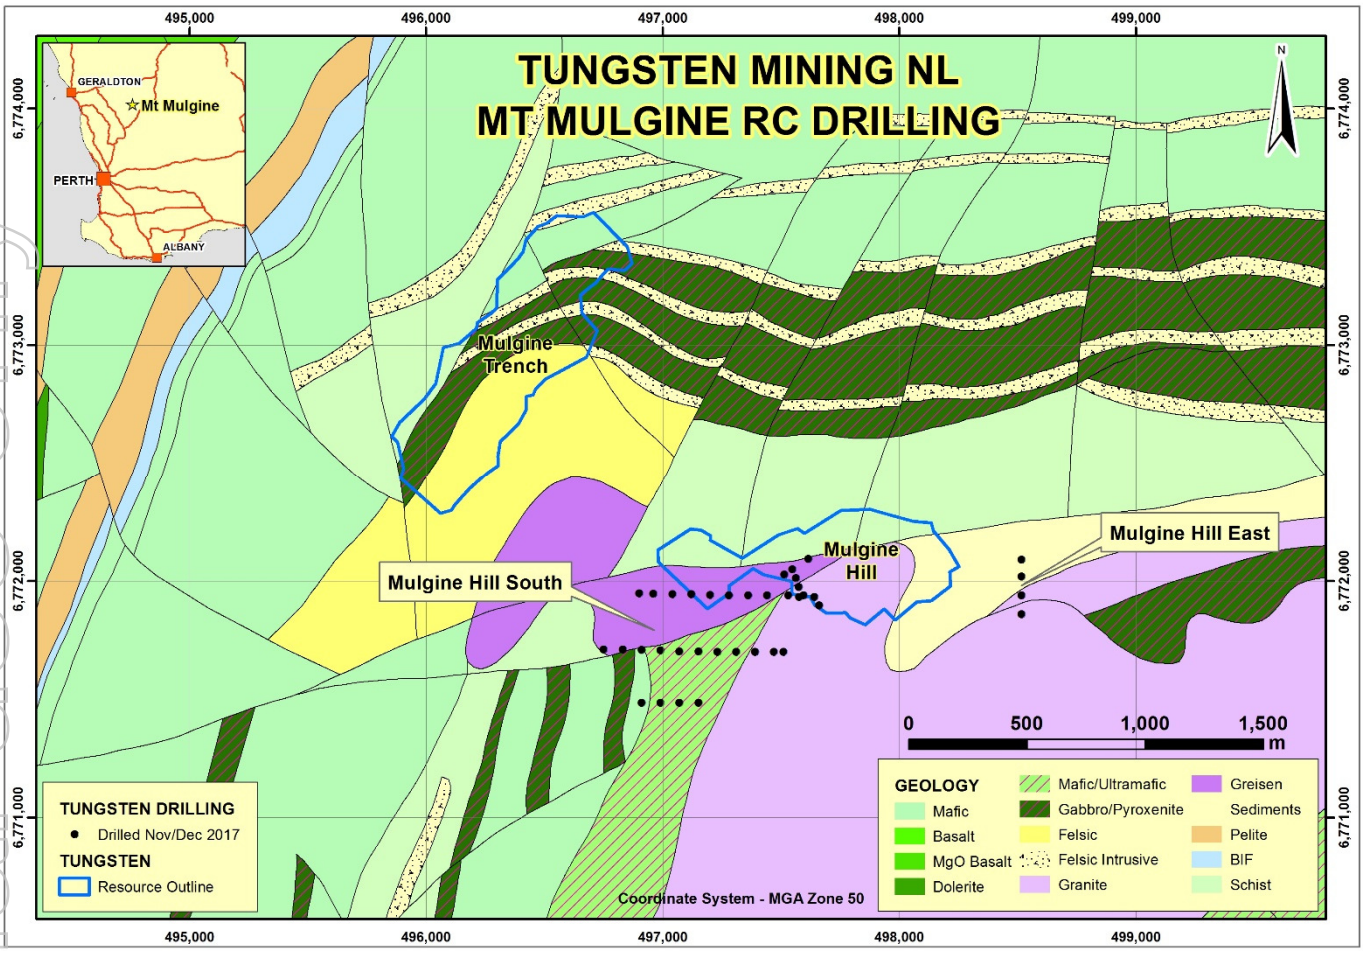
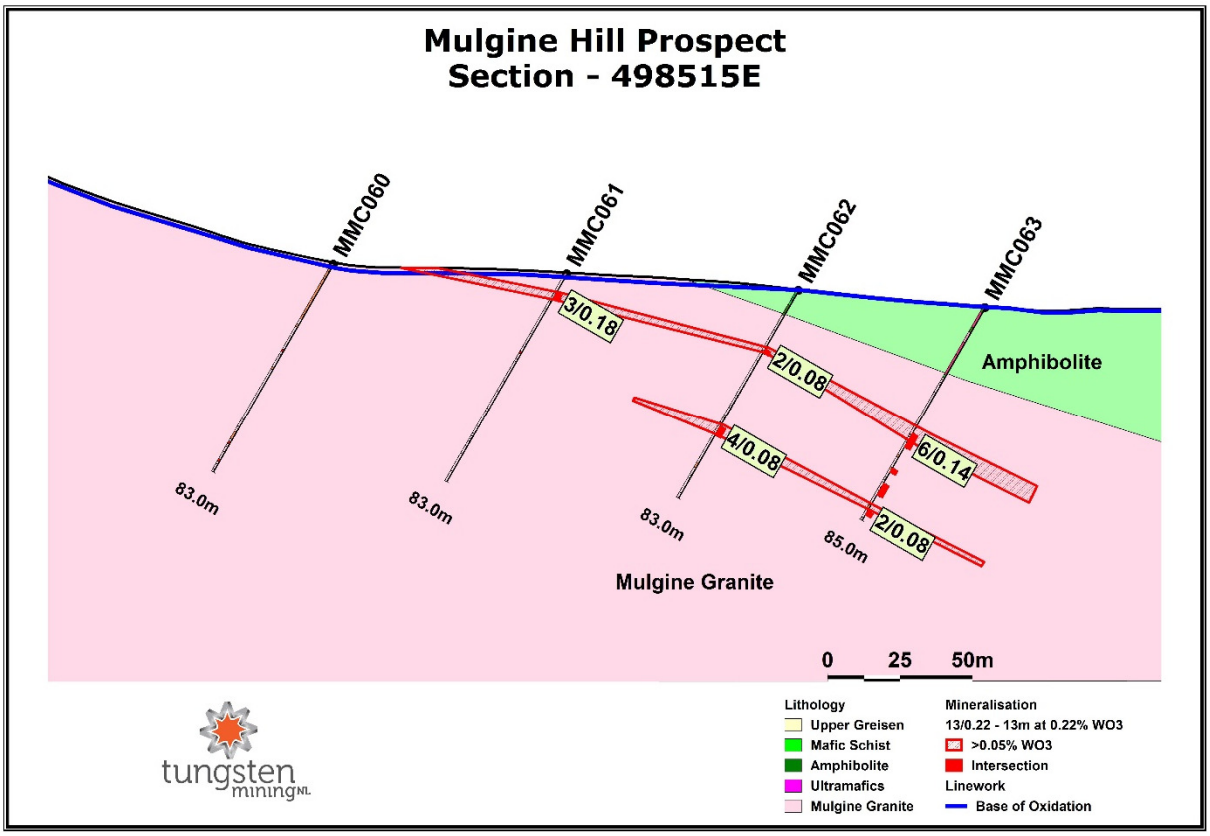

Figure 1 – Plan displaying location of RC drilling completed in the December quarter.
Figure 5 – Cross section showing drill intersections (0.5% WO_3 cut) on 498,515E section – Mulgine Hill East.
Australian tungsten development company, Tungsten Mining NL (ASX: TGN) ("Tungsten Mining" or "the Company"), is pleased to report on results from drilling at Mulgine Hill on the Mt Mulgine Project in the Murchison Region of Western Australia, approximately 350km north northeast of Perth. During November/December 2017, the Company drilled 37 reverse circulation (RC) holes for 2,692 metres at the Mulgine Hill Prospect (Figure 1).
A total of 28 RC holes for 2,344 metres were completed across proposed waste landforms. Geological logging and ultra-violet lamping identified zones of tungsten (scheelite) mineralisation present to the south and east of the Mulgine Hill Mineral Resource (Figure 1).
Up to four zones of low – medium grade tungsten mineralisation were intersected west of the Mulgine Granite contact (Mulgine Hill South - Figure 1). Mineralisation was associated with zones of shallow westerly dipping quartz veining hosted by amphibolite. Better intersections include 8 metres at 0.15% WO_3 from 2 metres in MMC036 and 4 metres at 0.15% WO_3 from 45 metres in MMC047.
One line of RC holes was drilled beneath a potential location for a waste landform to the east of the Mulgine Hill Mineral Resource (Mulgine Hill East - Figure 1). This drilling intersected a shallow south dipping zone of low – medium grade tungsten mineralisation hosted by Mulgine Granite up to 4 metres at 0.19% WO_3 from 50 metres in MMC063 (Figure 5).